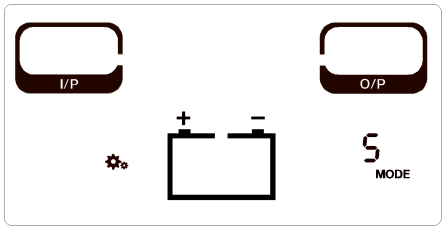

FIGURE 5-15 5 · System mode: S or E
6. System mode: S (normal online, Figure 5-15) — ON/OFF. Press ON/OFF again on the summary page to exit.